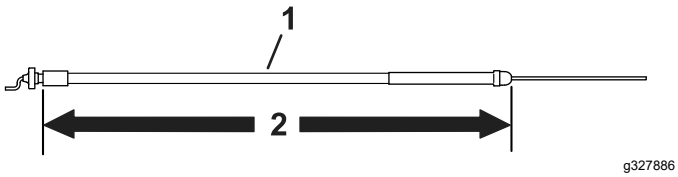

Figura 6
- Utilizzate il cavo dell'acceleratore lungo 172,2 cm per un trattorino modello 04056; fate riferimento a Figura 6.